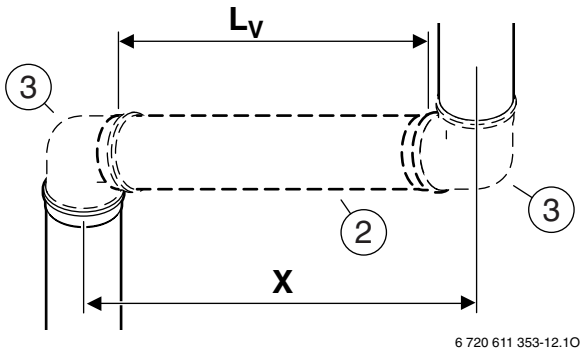
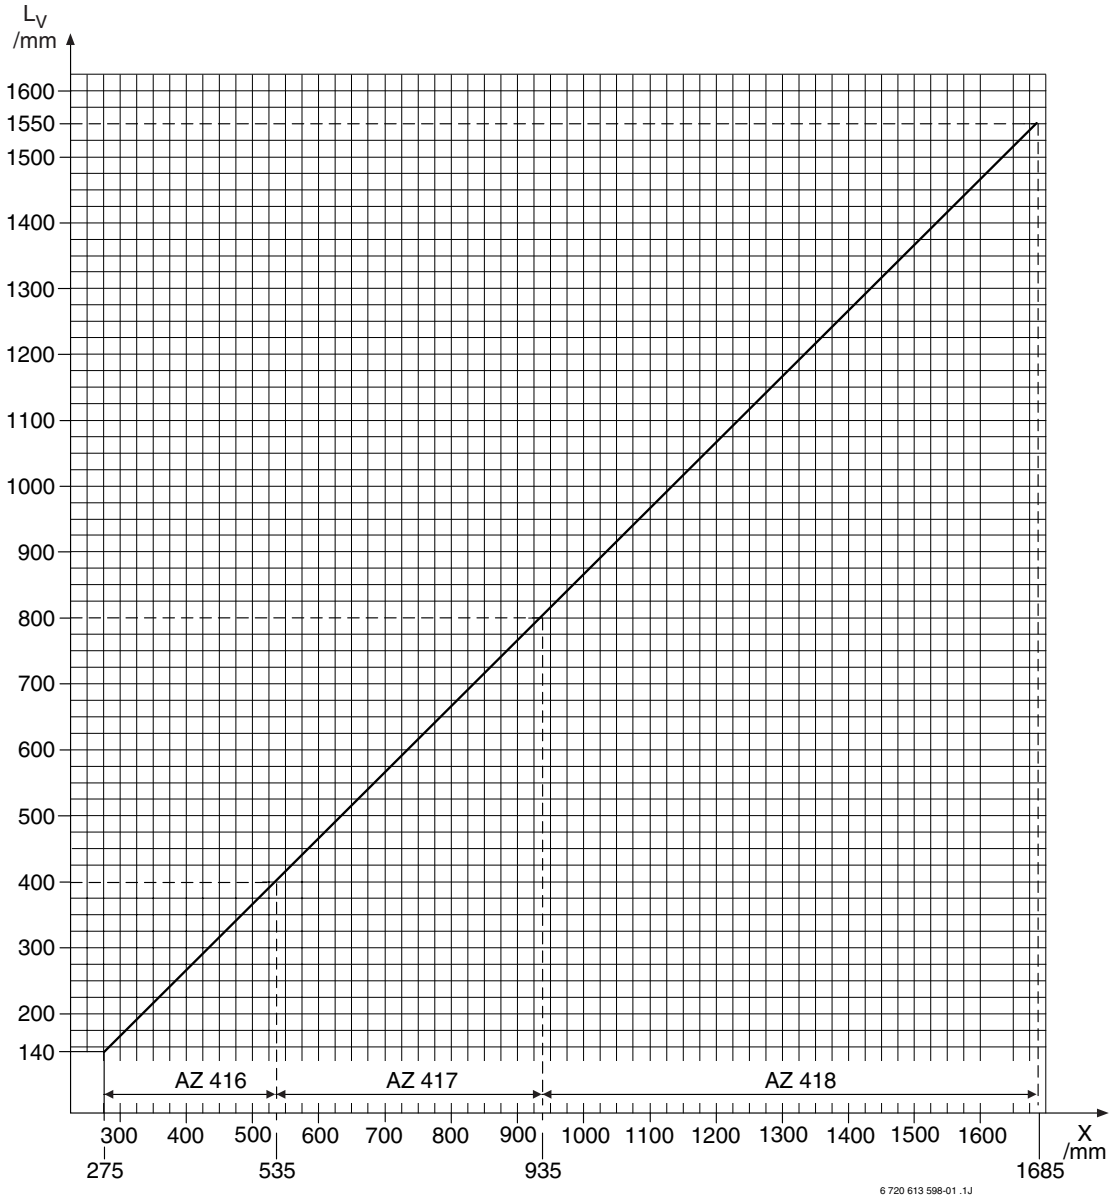
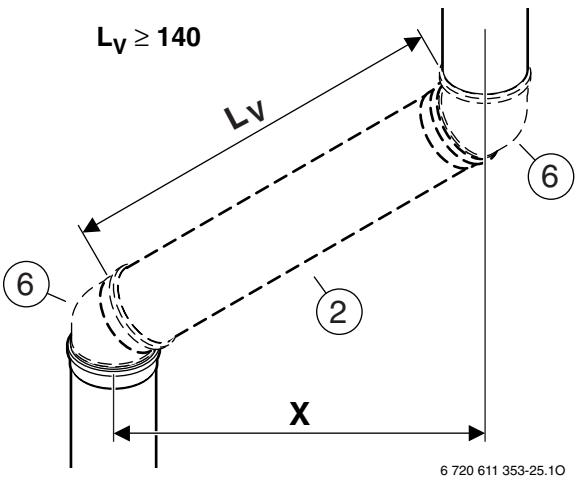
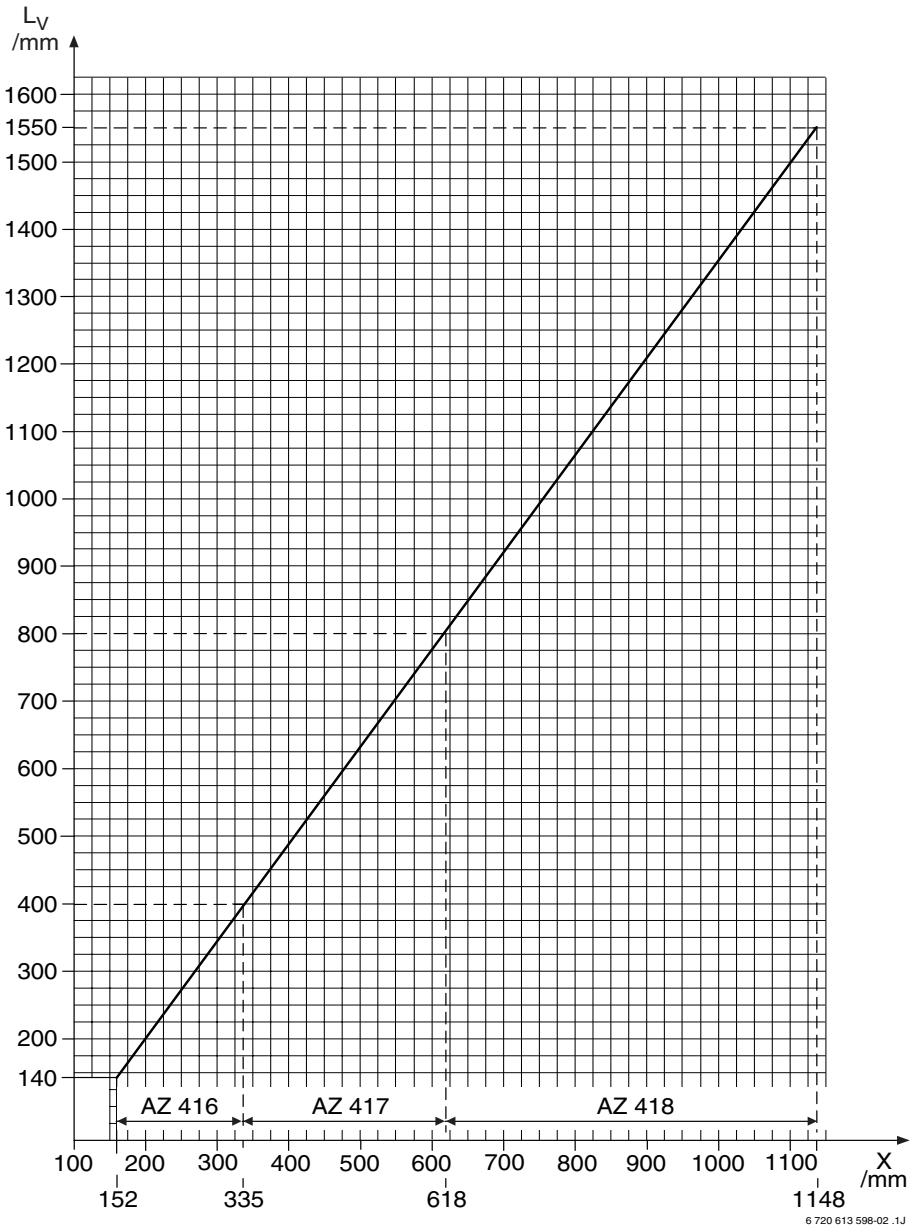

Fig. 22
Fig. 23 Diagramma di definizione interasse tra curva e controcurva (a 90°)
Fig. 29
Fig. 30 Diagramma di definizione interasse tra curva e controcurva (a 45°)
- determinare la lunghezza L_V richiesta (nel caso di interassi, vedere fig. 22 e 23 oppure fig. 29 e 30 e nota informativa sovresposta).
- Per ottenere un interasse X preciso (fig. 22), servirsi dei diagrammi alle fig. 23, i quale indica a quale lunghezza occorre eseguire il taglio sul condotto lato aria (L_V).
- Per ottenere un interasse X preciso (fig. 29), servirsi del diagramma alla fig. 30, il quale indica a quale lunghezza occorre eseguire il taglio sul condotto lato aria (L_V).